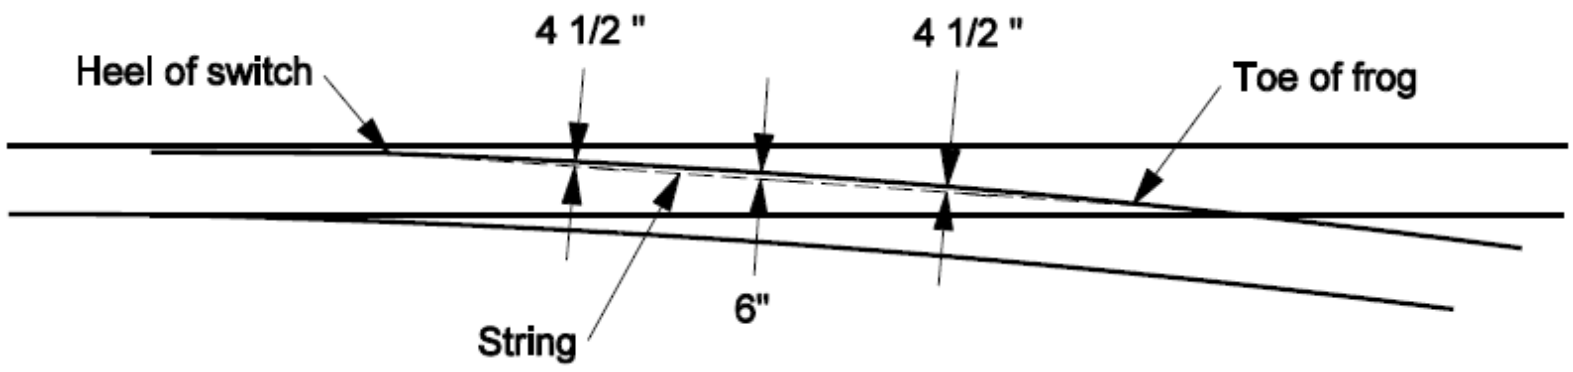

Figure 2-E
e. Offset each quarter ordinate at a right angle to the string 4-1/2 inches and spike in place as shown in Figure 2-E.